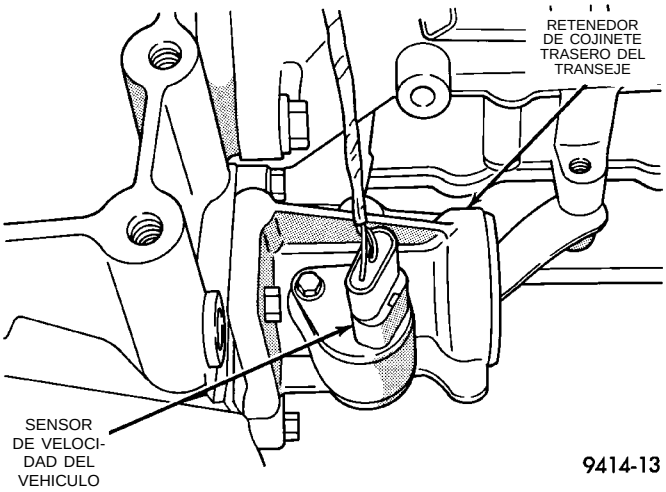

Fig. 70 Sensor de velocidad del vehículo
(19) Verifique la conexión eléctrica del sensor de velocidad del vehículo (Fig. 70).